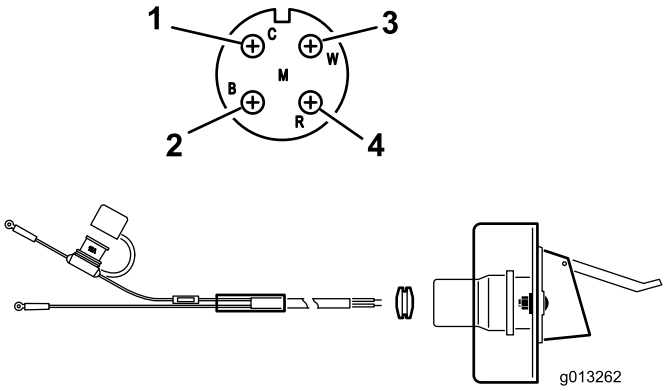

Rysunek 9
2. Poprowadź i zamocuj przewody elektryczne od akumulatora do wspornika wtyku elektrycznego (Rysunek 9).
3. Poprowadź przewody przez wspornik gniazda, zakładając na przewody czarny gumowy pierścień uszczelniający (Rysunek 9).